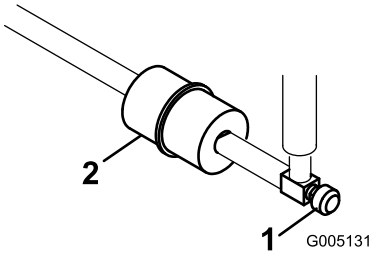

Figur 45
Et filter er indbygget i brændstofrøret mellem brændstoftanken og karburatoren (Figur 45). Sørg for, at pilen på filteret peger væk fra brændstoftanken.
1. Luk brændstofafbryderventilen, løsn slangeklemmen på karburatorsiden af filteret, og fjern brændstofledningen fra filteret (Figur 45).
2. Anbring en bakke under filteret, løsn den tilbageværende slangeklemme, og fjern filteret (Figur 45).